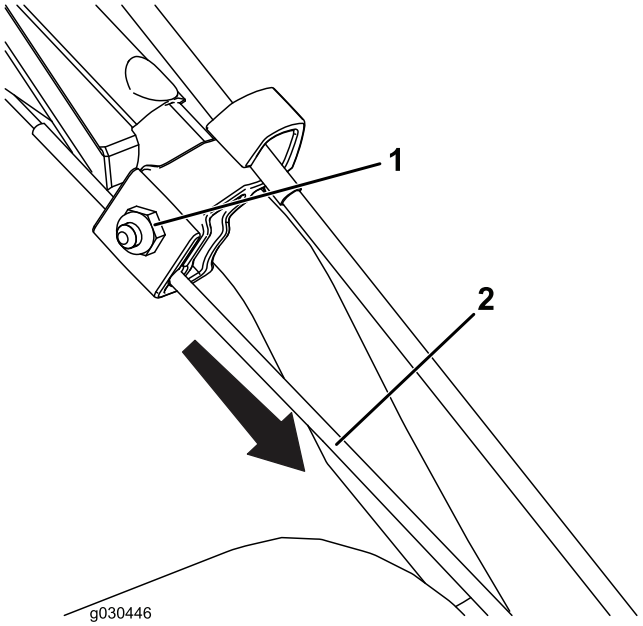

Рисунок 26
1. Ослабьте затяжку гайки верхнего зажима тросика, но не отворачивайте ее полностью (Рисунок 26).
2. Потяните тросик вниз, чтобы в значительной степени выбрать провисание тросика (Рисунок 26).
3. Затяните гайку (Рисунок 26).